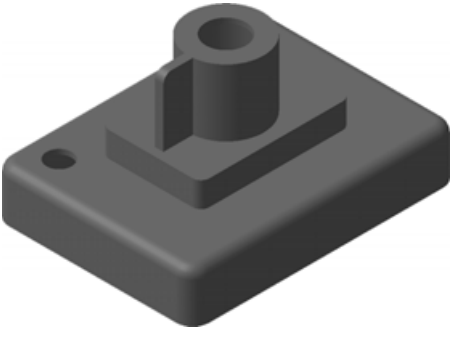

Рис. 5.56
- Система выполнит построение сквозного отверстия (рис. 5.56). В дереве построения присвойте элементу имя **Крепежное отверстие**.